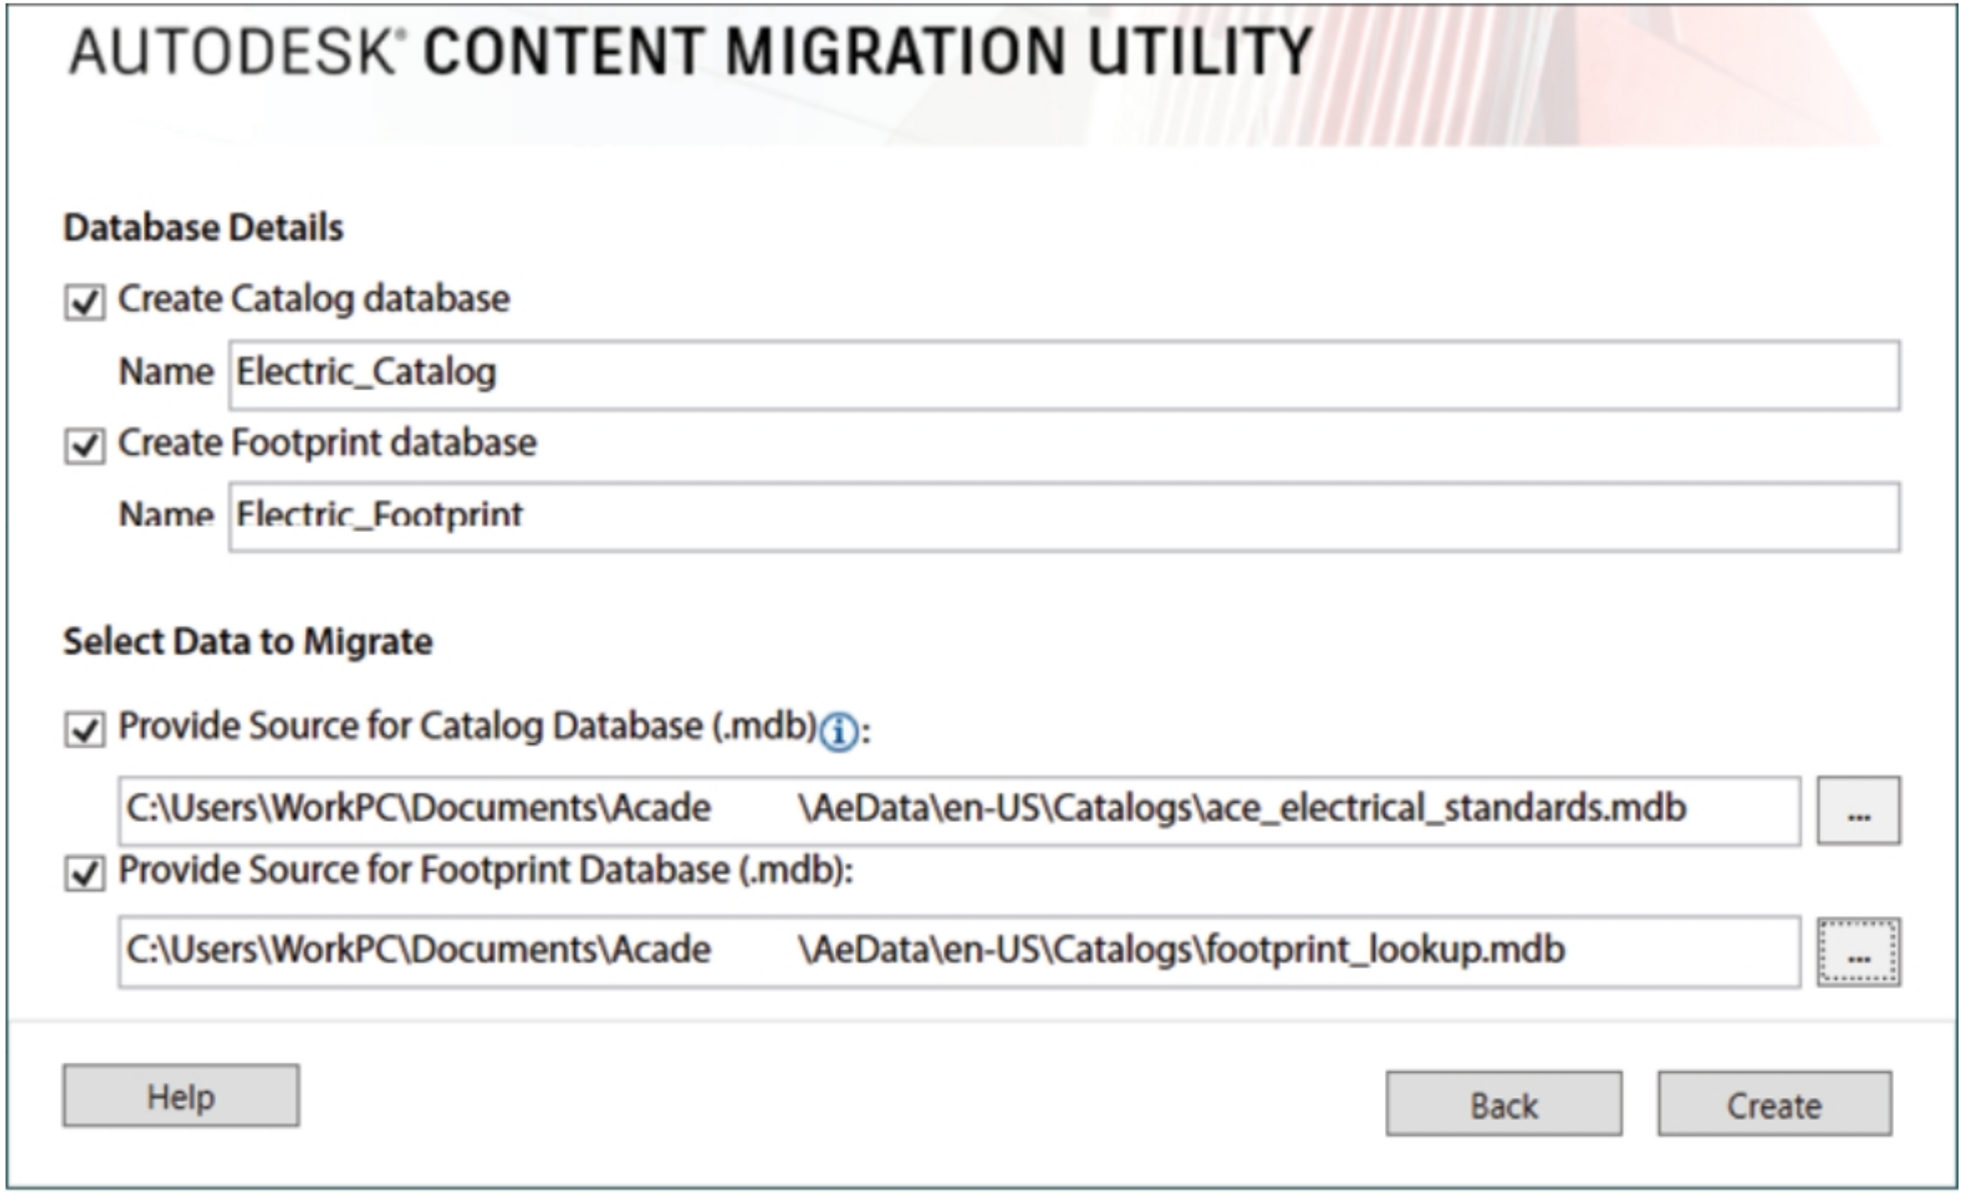

Figure-69. Database parameters specified
- Similarly, set the database for footprints; refer to Figure-69.